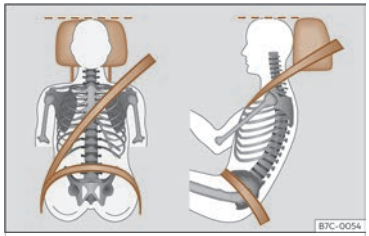

Fig. 16 Correct belt web and headrest positions
- Adjust the head restraint so that its upper edge is, as far as possible, at the same level as the top of your head, as close to eye level as possible[1] >>> page 120. Keep the back of your neck as close as possible to the headrest >>> Fig. 16.
- Adjust the seat lengthwise so that you can press the pedals fully down with your knees slightly bent and there is a distance between the knee area and the dash panel of at least 10 cm (4 inches) >>> Fig. 16.